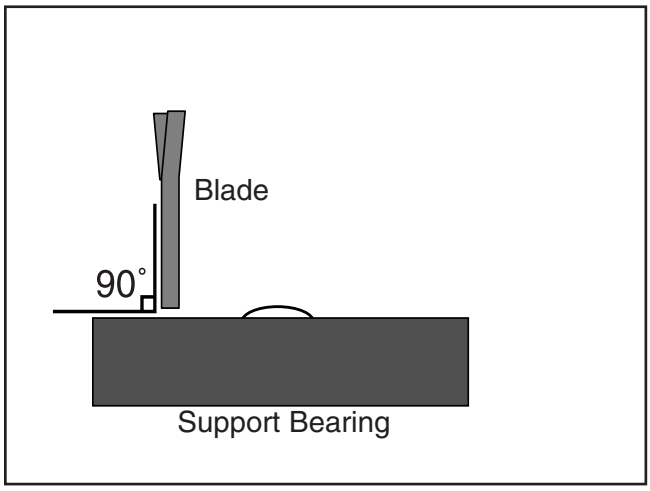

Figure 49. Illustration of blade set perpendicular (90˚) to the support bearing face.
4. Loosen the guide block assembly screw and rotate the blade guide assembly side-to-side, until the blade is perpendicular with the face of the support bearing, as illustrated in **Figure 49**.
5. Make sure that the blade is perpendicular to the face of the support bearing, as illustrated in **Figure 49**.